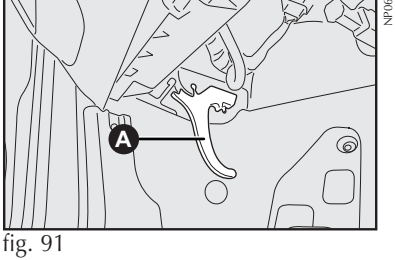

fig. 91
1) puxar a alavanca **A-fig. 91**.